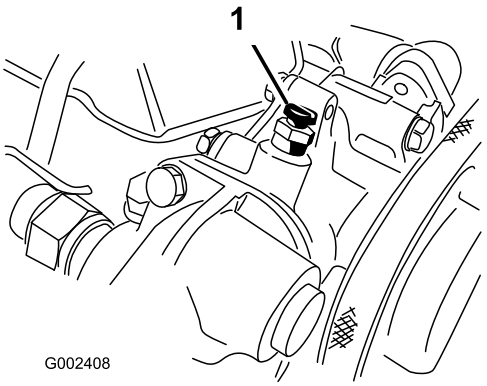

Figura 63
6. Abra el tornillo de purga de aire situado encima de la bomba de agua (Figura 63).